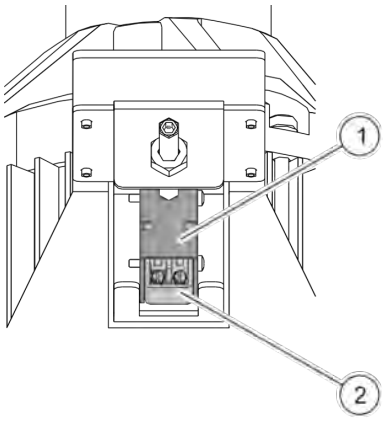

Fig. 53: Unbalance switch
8. Pull the imbalance switch (*Fig. 53*/2) out of the holder (*Fig. 53*/1).